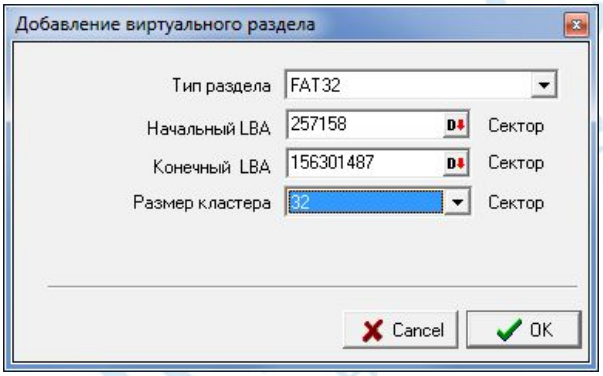

***Рис. 6.5.***
5) ***Открыть проводник, в окне «Folders» которого мышкой выбрать «PC3000 ATA0».*** Нажать правую кнопку мыши и в выпадающем меню выбрать «Добавить виртуальный раздел». В появившемся окне установить параметры как на рис. 6.5. При этом значение поля «Конечный LBA» будет зависеть от емкости диска. На рисунке это значение для модели MK8010GAH. Нажать OK.